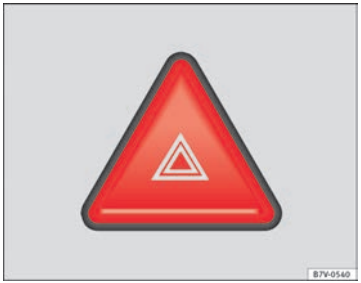

Fig. 133 Dash panel: Button to switch on and off the hazard warning lights system
2. Turn on the hazard warning lights with the button ⇒ Fig. 133.